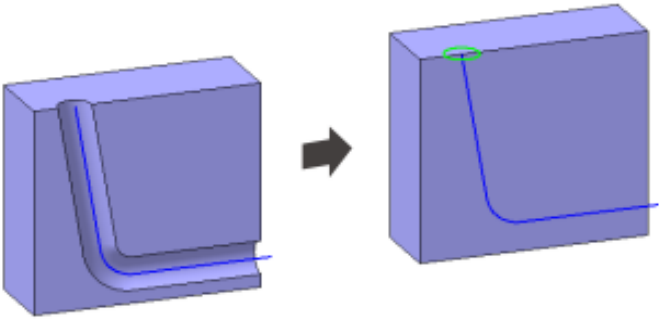

Рис. 7.7
– ***Вырезать по траектории*** – создание элемента перемещением эскиза или тела вдоль заданной траектории – пространственной кривой, линии эскиза или ребра (рис. 7.7);